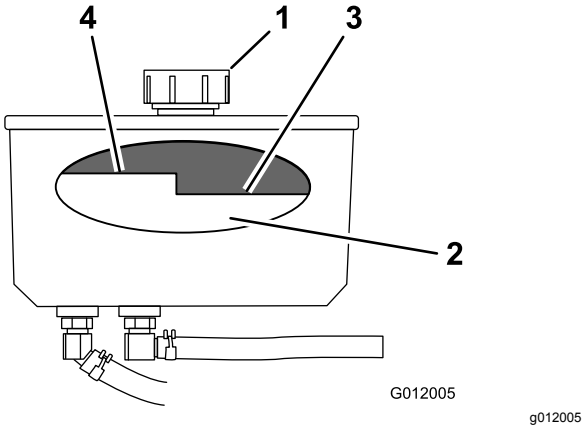

Figur 71
3. Rengör området runt hydraultankens lock och påfyllningsrör (Figur 71).
4. Skruva av tanklocket på påfyllningsröret (Figur 71).
Obs: Vätskenivån ska vara nedanför markeringen för het vätska på skärmen när vätskan är varm (Figur 71).